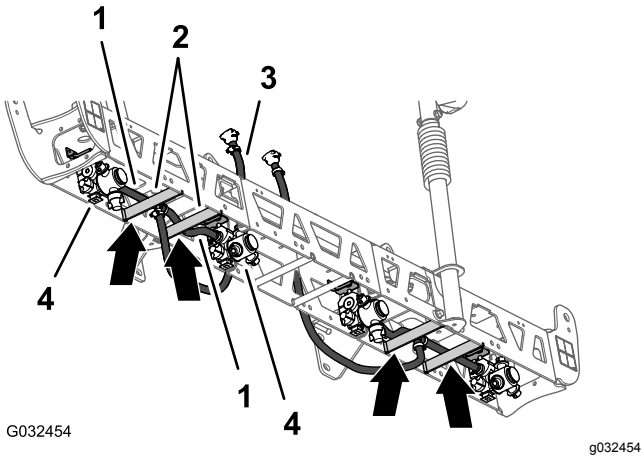
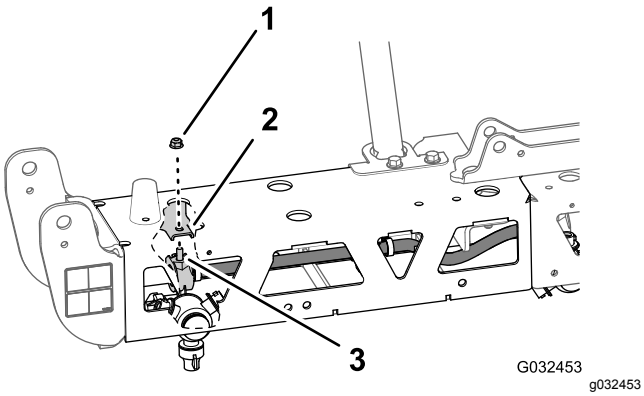

Rysunek 57
Rysunek 58
1. Poprowadź zespół węża 13 mm i dyszy między poprzeczkami kratownicy zewnętrznej (Rysunek 57).
2. Poprowadź wąż i dyszę nad poprzeczką kratownicy i od zewnątrz zewnętrznego mocowania dyszy (Rysunek 57).
3. Przełóż śrubę z łbem sześciokątnym (5/16 x 3/4 cala) dyszy zraszacza przez otwór w mocowaniu dyszy i luźno zamocuj dyszę do mocowania nakrętką kołnierzową zabezpieczającą (5/16 cala) z zestawu wykończeniowego systemu zraszania GeoLink (Rysunek 58).
4. Poprowadź drugi zespół węża 13 mm i dyszy między poprzeczkami kratownicy zewnętrznej (Rysunek 57).
5. Poprowadź wąż i dyszę nad poprzeczką kratownicy i od wewnątrz wewnętrznego mocowania dyszy (Rysunek 57).
6. Przełóż śrubę z łbem sześciokątnym (5/16 x 3/4 cala) dyszy zraszacza przez otwór w mocowaniu dyszy (Rysunek 58) i luźno zamocuj dyszę do mocowania nakrętką kołnierzową zabezpieczającą (5/16 cala) odkręconą w krokach 1 oraz 4 procedury Demontaż dyszy zraszacza (Strona 24).
8. Poprowadź wąż i złącze z występem 13 x 810 mm do boku środkowej sekcji zraszania w kierunku strony z lewym i prawym wspornikiem (Rysunek 57).
9. Powtórz kroki od 1 do 8 dla drugiego zespołu węża i dyszy przy drugiej kratownicy zewnętrznej (Rysunek 57 oraz Rysunek 58).